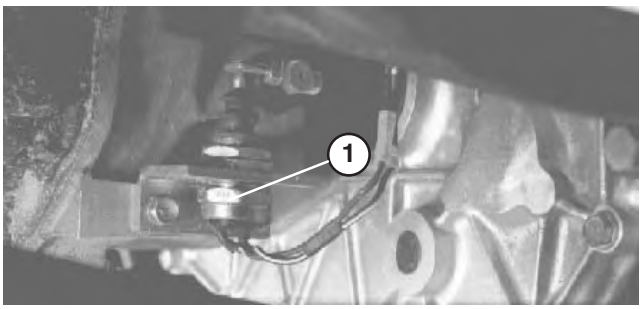

Bild 65
7. Prüfen Sie die Einstellung des Kupplungssicherheitsschalters erneut (Bild 65). Der Motor darf erst anspringen, wenn das Kupplungspedal 32 mm ~~31 mm~~ vom Boden entfernt ist. Lösen Sie ggf. die Klemmmuttern und verstellen Sie den Abstand nach oben oder unten.